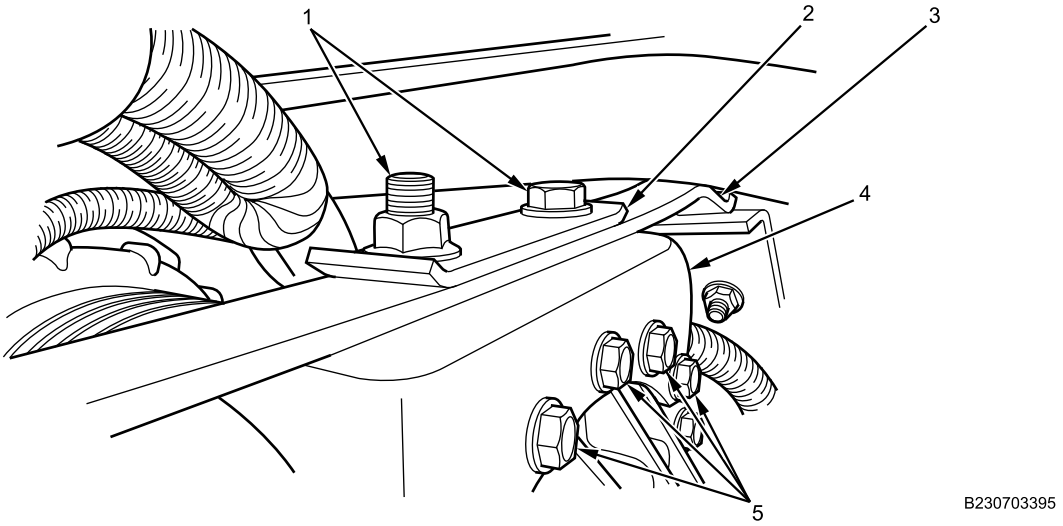

Figure 22. Upper Transmission Mount.
6. Position plate (Figure 22, Item 2) and two bolts (Figure 22, Item 1) on crossmember (Figure 22, Item 3).
7. Install five bolts (Figure 22, Item 5) securing mount (Figure 22, Item 4) to transmission and tighten securely.
8. Install two nuts (Figure 22, Item 1) securing upper mount (Figure 22, Item 4) to crossmember and tighten securely.